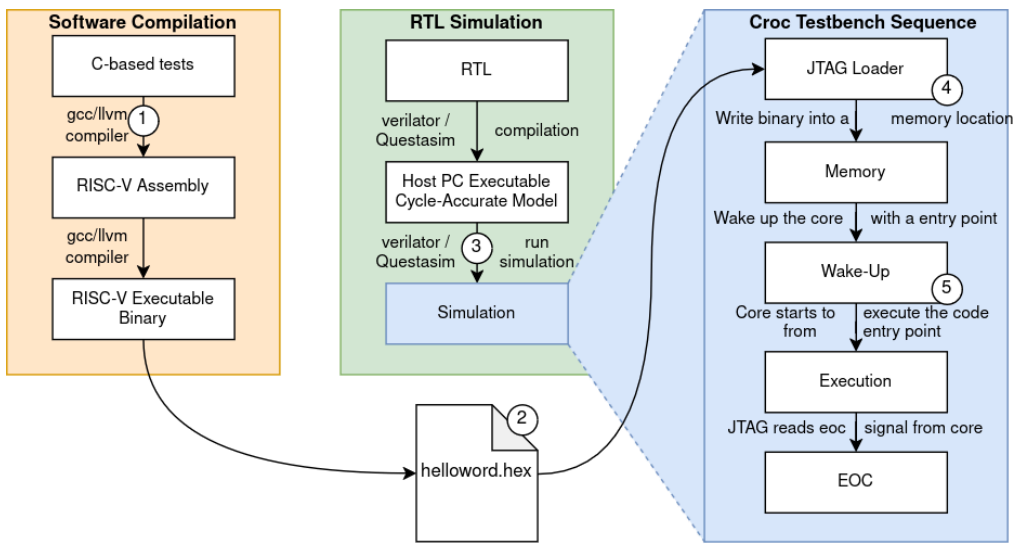

Figure 2: The Croc test simulation flow.
Figure 2 shows the RTL test flow for Croc. A "test" is an application that gets executed on the CVE2 core ①. This application can access different SoC resources to provide stimuli for hardware modules. This test is compiled from C sources to a binary file for RISC-V 32-bit ②. The RTL code of Croc and its testbench are compiled into a cycle-accurate model ready for simulation ③. At the beginning of the simulation, the system testbench reads the test binary and loads it into the SoC memory ④. Once the memory is loaded, the testbench can wake up the core by de-asserting resets, and the code will start executing instructions at a given location (where the test program was previously loaded) ⑤.
Now that you have built your test program (orange box in Figure 2), you will compile your SoC with the simulator (green box) and execute the test program in the simulated core (blue box).